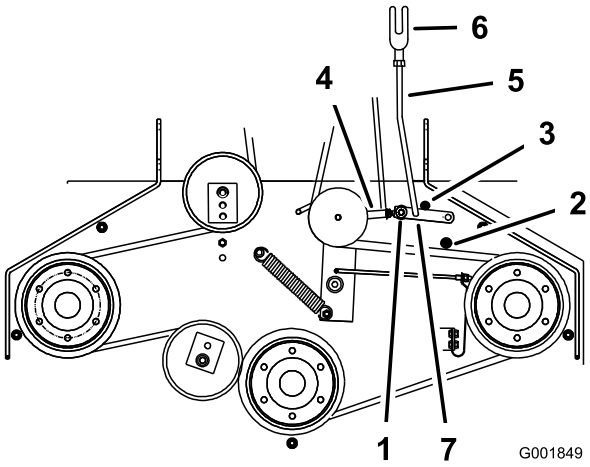

Figura 48
5. Asegúrese de que el brazo está en contacto con el tope trasero del brazo de la carcasa (Figura 48).
7. El brazo debe entrar en contacto con el tope delantero del brazo de la carcasa. Si no lo hace, la palanca acodada debe acercarse más al refuerzo (Figura 48).
8. Para ajustar el acoplamiento del brazo, retire el pasador de horquilla del brazo (Figura 48).
11. Instale el acoplamiento en el brazo y sujételo con el pasador de horquilla (Figura 48).